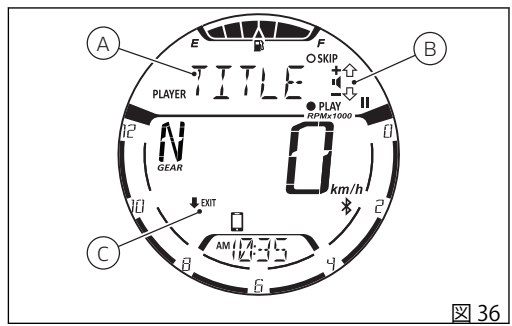

図 36
音楽プレーヤー操作が “OFF” に設定されている場合、ボタン (4) を押すとプレーヤー操作が起動します。音楽プレーヤー操作が起動中は、接続しているスマートフォンで再生中の曲のタイトル (A、図 36)、可能な操作 (B、図 36)、“EXIT” の表示とその前に下向きの黒色矢印 (C、図 36) がディスプレイに表示されます。